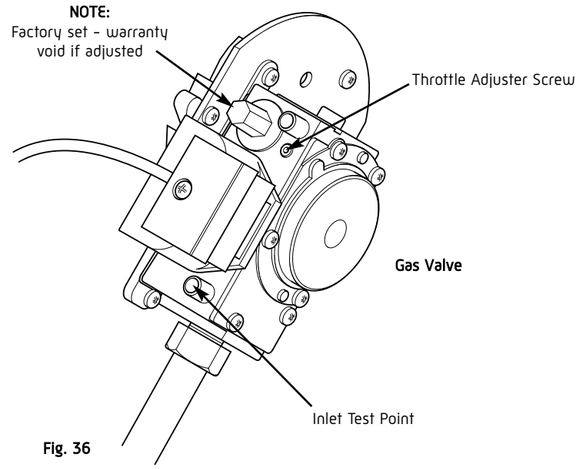

Fig. 36
5. If the Carbon Dioxide (CO_2) level is outside the required values given in Section 13.2 (Table 2) then adjust the throttle screw (Fig. 36) until the CO_2 is at the correct setting level. See Table 4. Clockwise to decrease CO_2, anti-clockwise to increase CO_2.